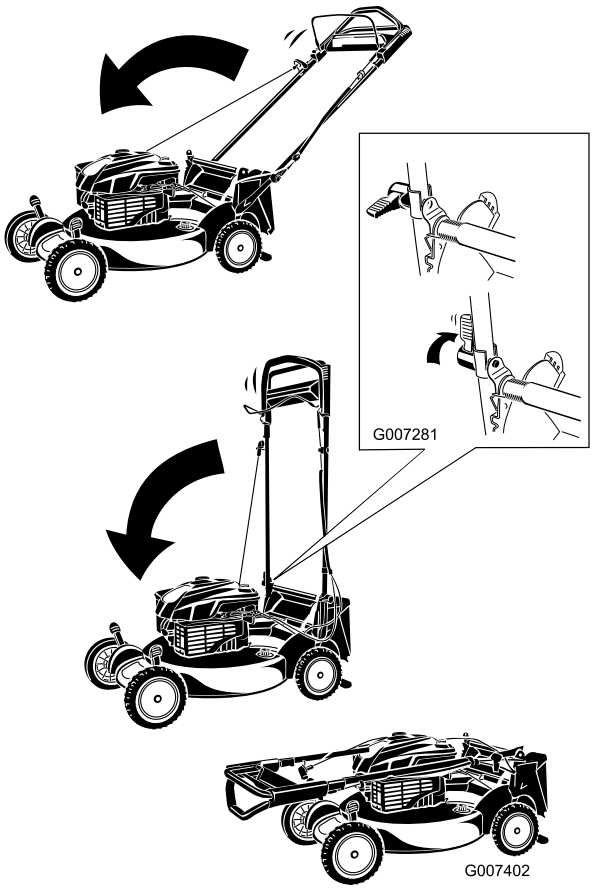

Rysunek 43
1. Obróć uchwyt do przodu (rysunek (Rysunek 43).